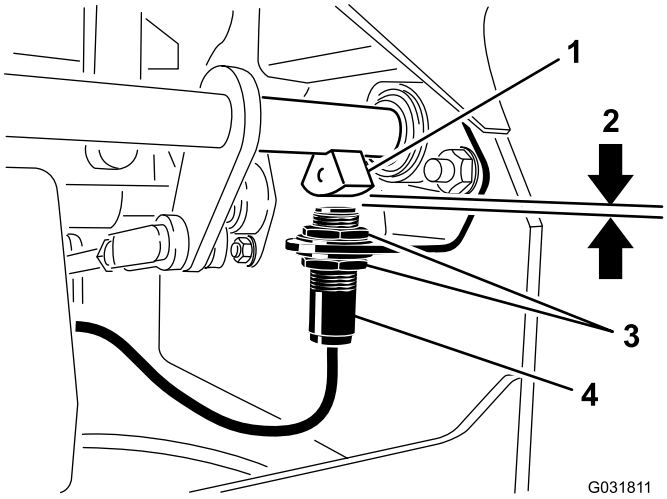

Figur 48
4. Flyt kontakten op eller ned på beslaget, indtil afstanden mellem bremseakselsensoren og kontaktstemplet er 4 mm som vist i Figur 48.